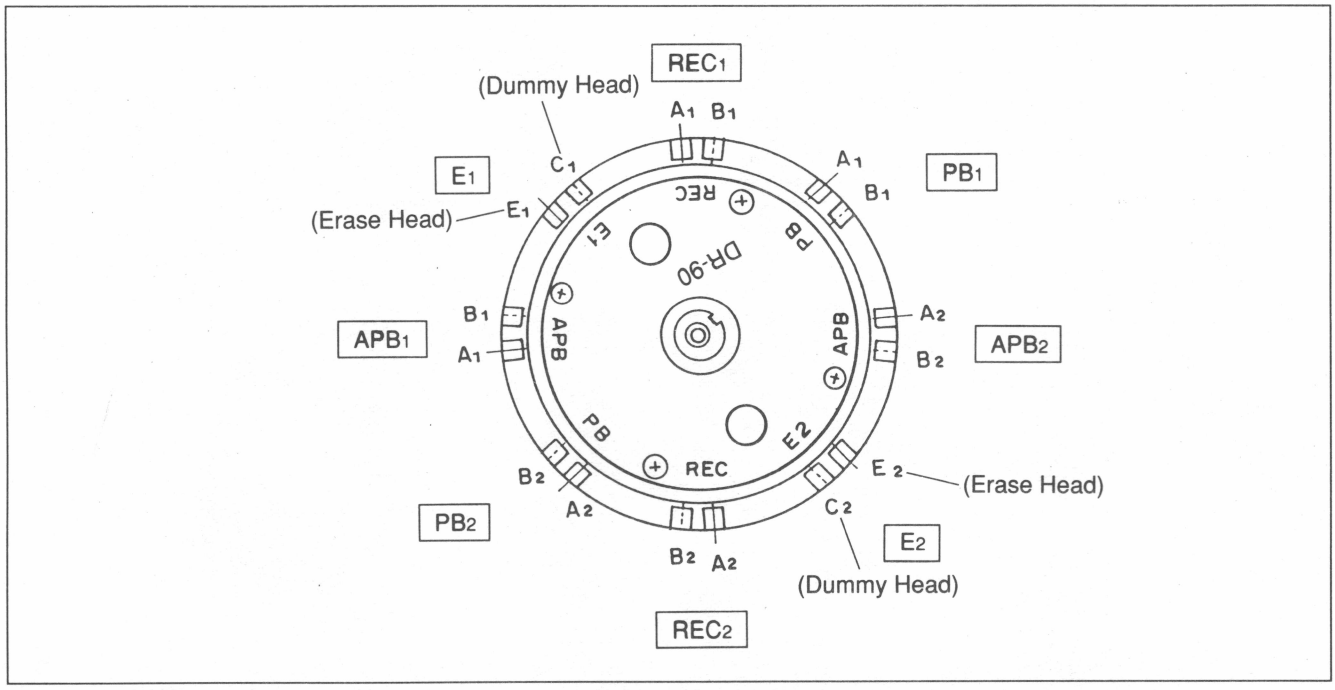

Fig. 6-4-3 Head Layout
A. **Recording and playback can be performed if any head projection is 18 micron or more. (except for the erase head and dummy head shown in Fig. 6-4-3)**
4. Turn the case of the dial gauge and set the zero (0) point to the dial gauge pointer.
5. Turn an upper drum ass'y slowly counterclockwise using fingers as shown in the figure and check the head projection. **(except for the erase head and dummy head shown in Fig. 6-4-3.)**